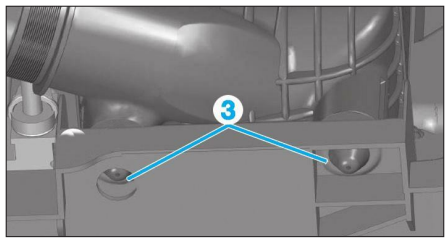

**Fig. 42**
Procéder dans l'ordre inverse aux opérations de dépose en prenant soin de positionner correcte-ment les ergots (3) **(Fig.42)**.